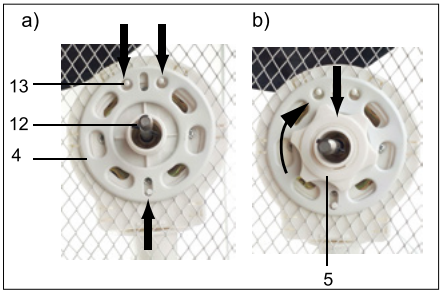

Fig.37: Montaggio griglia di protezione posteriore
1. Inserire l'attacco (3) con il blocco motore e i pulsanti per l'impostazione della potenza di ventilazione all'interno della base (1). Vedere Fig. 37 a).
2. Capovolgere il tutto in modo che il lato inferiore di attacco e base sia rivolto verso l'alto. Vedere Fig. 37 b).
3. Serrare la base in senso orario utilizzando le viti a croce (2).